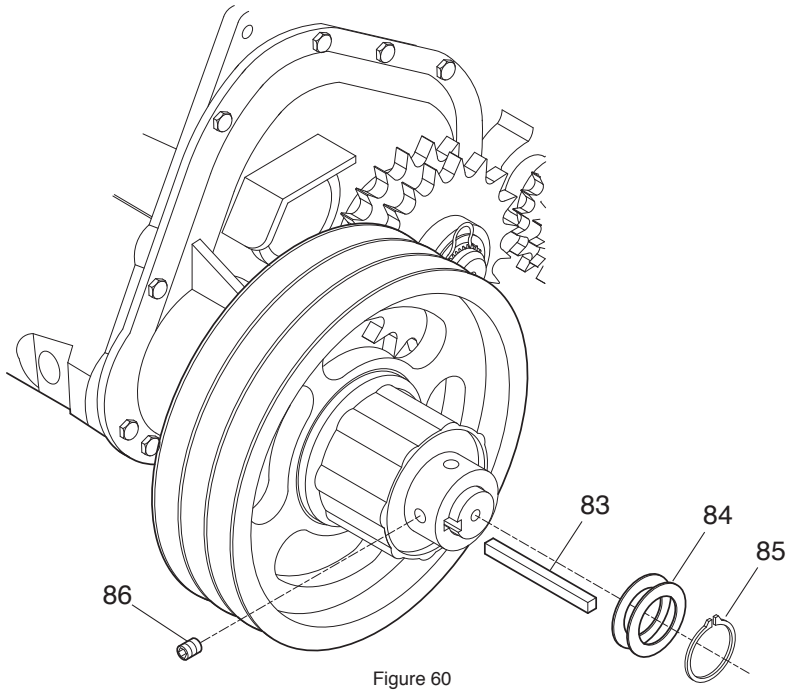
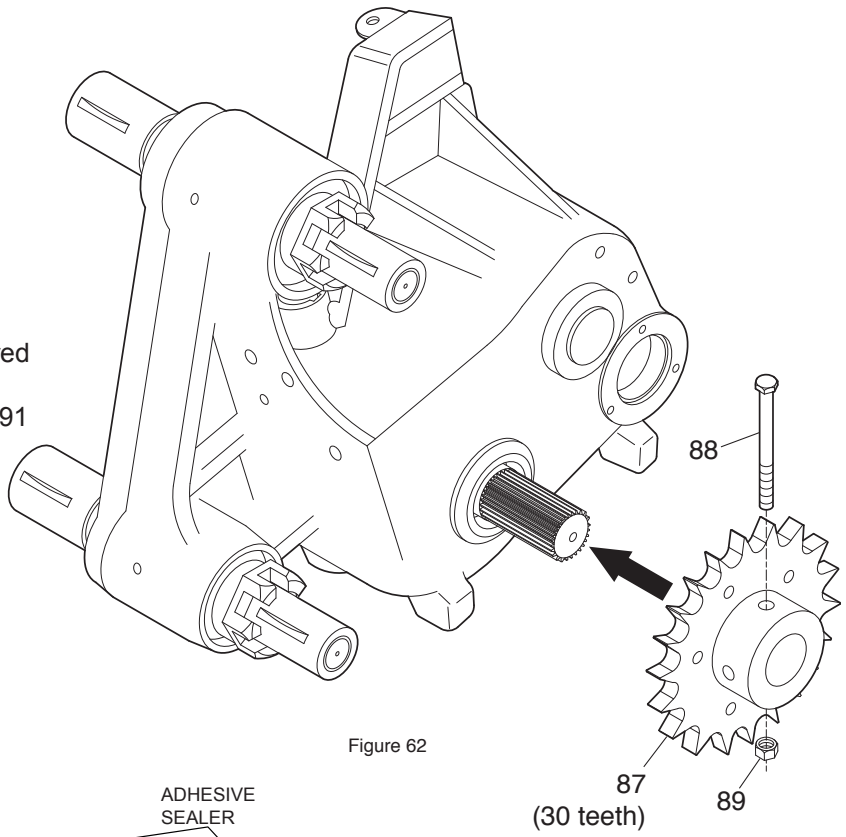

Figure 60
Figure 62
Lock the sheave assembly to the shaft with a key #T2914657 (item 83) (push in completely), two flat washers #T18P73 (item 84) and a snap ring #F4121058P (item 85). Lock the key in place using a mechanical screw #T18P36 (item 86). See figures 60 and 61.
Slide the chain sprocket #F4122118W (item 87) on the shaft as shown in figure 60. Lock the sprocket in place using a bolt #BH516X312Z (item 88) and a lock nut #EP516Z (item 89). See figure 62.